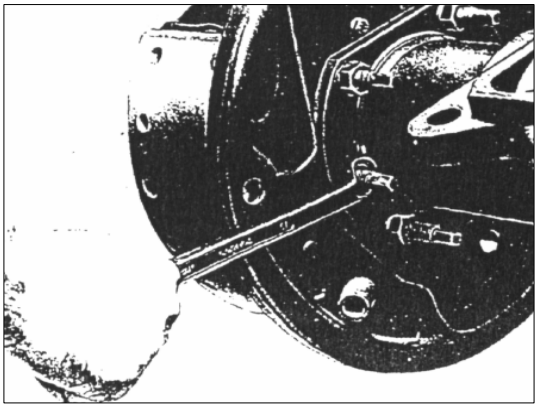

РИС. 313
4) Открутите гайки крепления опорного диска (суппорта) задних тормозов и снимите его (см. рис.313).